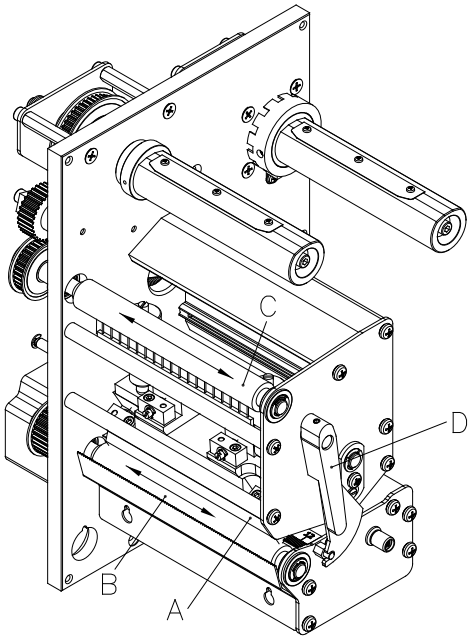

Abbildung 2
2. Roten Andruckhebel (B, Abbildung 2) gegen den Uhrzeigersinn drehen, um den Druckkopf zu entriegeln.